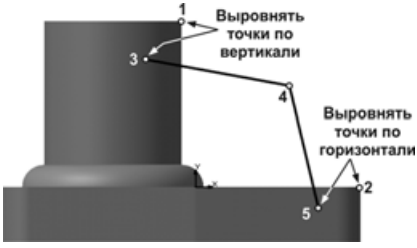

Рис. 6.92
- Выполните выравнивание по вертикали точек 1 и 3, а точек 5 и 2 — по горизонтали (рис. 6.92).